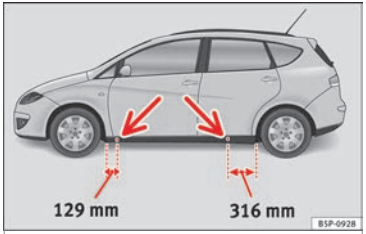

Fig. 158 Jack position points
– Locate the jacking point under the door sill closest to the punctured wheel ››› **Fig. 158**.
Recesses at the front and rear of the door sills mark the jacking points ››› **Fig. 158**. There is only one jacking point for each wheel. Do not fit the jack anywhere else.